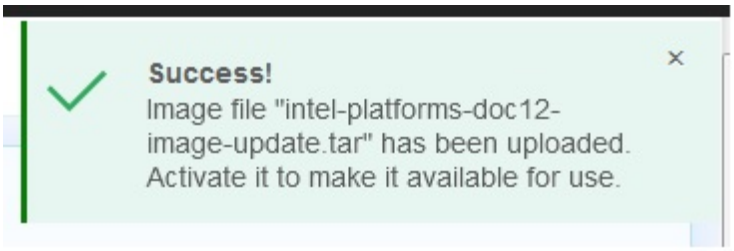

Рис. 93. Окно с уведомлением о завершении установки обновления BMC
7) После обновления BMC появиться сопутствующая надпись об успешном завершении обновления. Окно показано на рис. 93 Окно с уведомлением о завершении установки обновления BMC